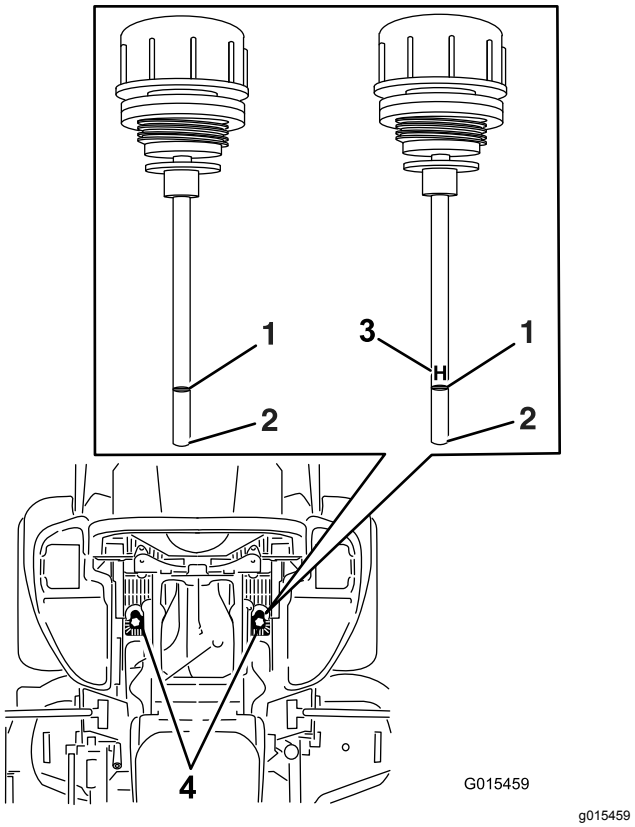

Figuur 92
6. Maak de omgeving van de peilstokken van de hydraulische reservoirs schoon (Figuur 92).
7. Verwijder 1 peilstok uit het hydraulische reservoir (Figuur 92).
9. Neem de peilstok eruit en bekijk het uiteinde (Figuur 92).